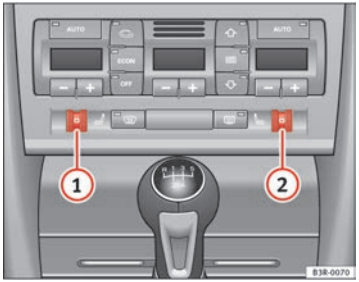

Fig. 133 Detailed view of the dash panel: Thumbwheel controls for seat heating
Turn thumbwheel (1) or (2) ⇒ fig. 133 to switch on and adjust the heating on the left or right front seats.